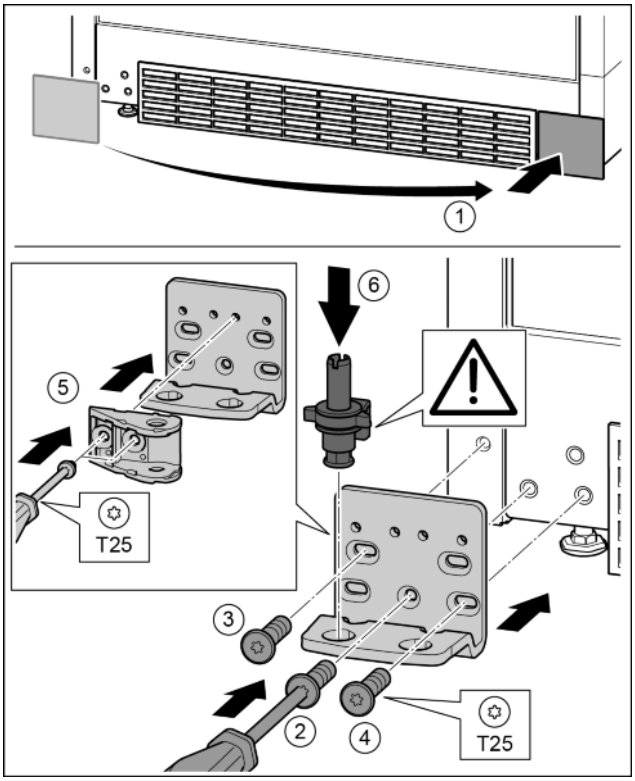

Fig. 34
- ▶ Abdeckung abnehmen und auf der anderen Seite anbringen. *Fig. 34 (1)*
- ▶ Lagerbock auf der anderen Seite ansetzen und mit Hilfe eines Schraubendrehers T25 anschrauben. Mit Schraube 2 unten in der Mitte beginnen. *Fig. 34 (2)*
- ▶ Schraube 3 und 4 festschrauben. *Fig. 34 (3, 4)*
- ▶ Schließdämpferverbindung um 180° drehen. Auf der anderen Seite des Lagerbocks mit Schraubendreher T25 anschrauben. *Fig. 34 (5)*
- ▶ Lagerbolzen komplett einsetzen. Dabei darauf achten, dass der Rastnocken nach hinten zeigt. *Fig. 34 (6)*